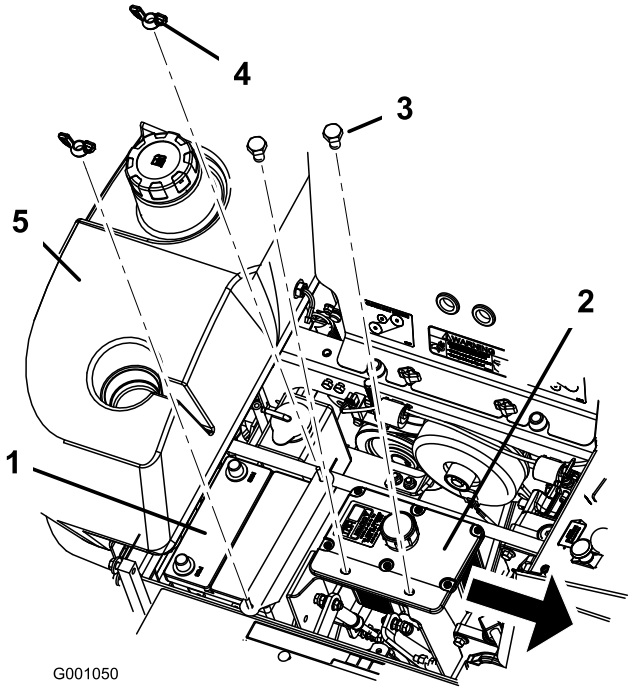

Figur 46
6. Fjern vingemutrene (1/4 tomme) som fester batteriklemmen (Figur 46).
7. Fjern de to boltene som holder den hydrauliske tanken (Figur 46).
1. Plasser batteriet med polene vendt bort fra den hydrauliske tanken (Figur 46).
6. Fest batteriet med to J-bolter, batteriklemmen, to skriver (1/4 tomme) og to vingemutrer (1/4 tomme) (Figur 46).